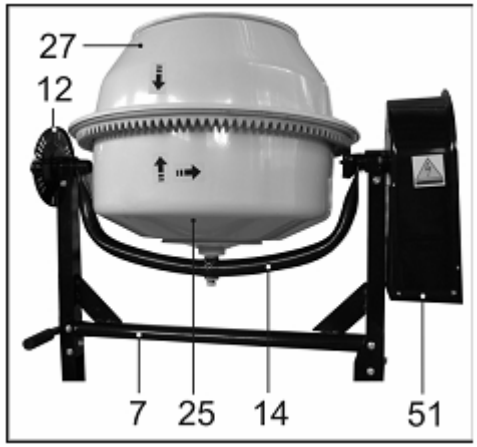

Рис.3.
6.7. Установите через прокладку (26) верхнюю часть емкости (27) на нижнюю часть (25), совместив вертикальные стрелки-маркеры на частях емкости (Рис. 3) и закрепите ее винтами (28) с шайбами (29).
Рис.3а.
Рис.3б
6.8. Винтами (31) с шайбами (3) и гайками (4) закрепите лопасти (30) к верхней части емкости (27). На Рис.3б показана правильно установленная лопасть (30).
6.10. Установите на скобу (14) внутренний кожух электродвигателя (51) и закрепите 2 болтами (13) с шайбами и гайками (3) и (4), как показано на Рис. 3.